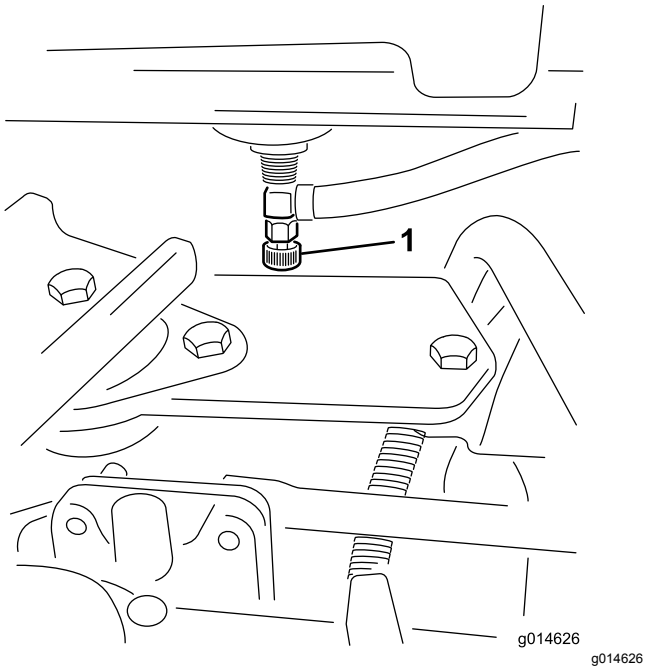

Rysunek 31
1. Zamknij zawór odcinający paliwo (Rysunek 31) znajdujący się pod zbiornikiem paliwa.